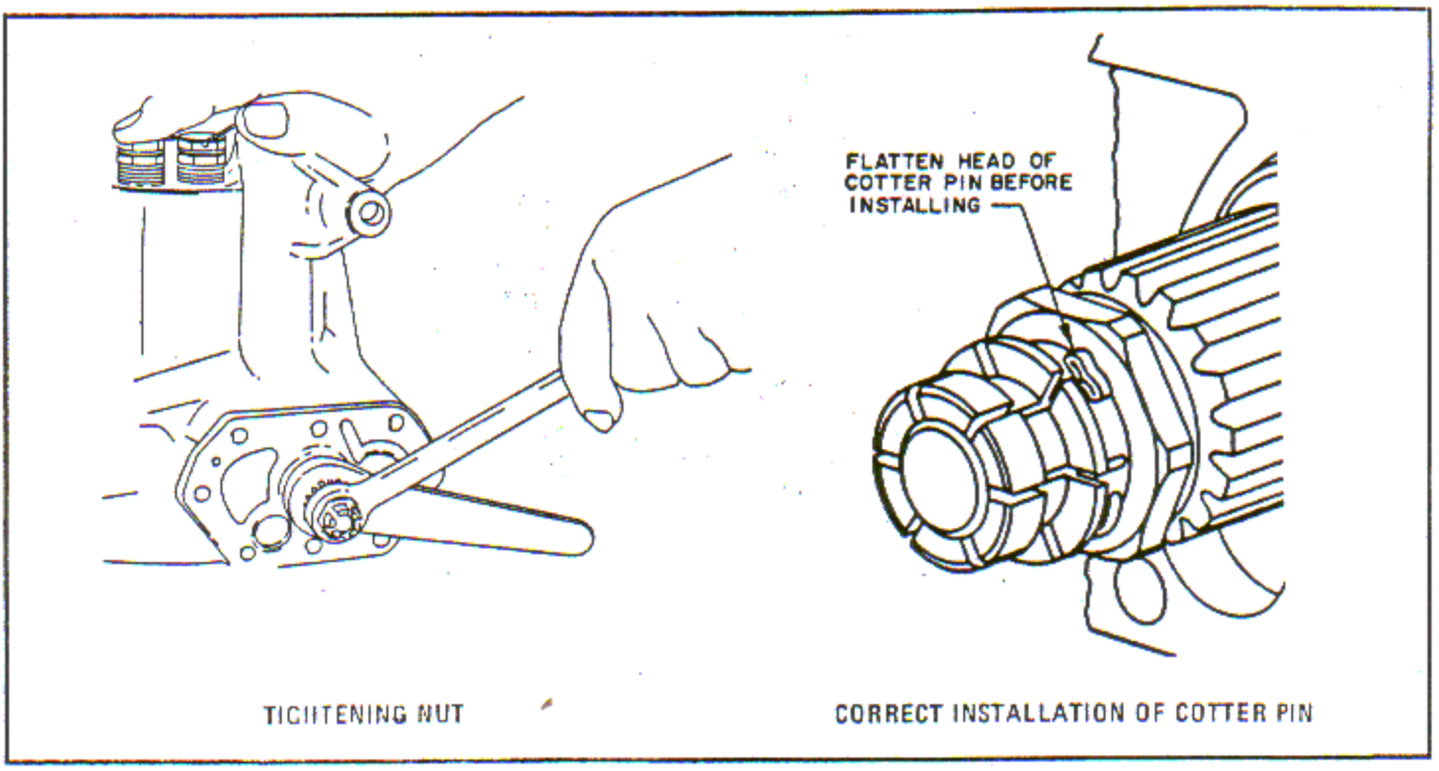

Figure 7-46. Tightening Oil Pump Drive Coupling Nut and Installing Cotter Pin.
f. Install the oil pump drive coupling with the internal splines toward the threads on the shaft. Install the washer and coupling nut. Hold the coupling with wrench and tighten the nut using a suitable box end wrench. Torque nut to 250 - 325 inch-pounds. See figure 7-46. The cotter pin head should be flattened before installing and the legs of the cotter pin bent around the nut.